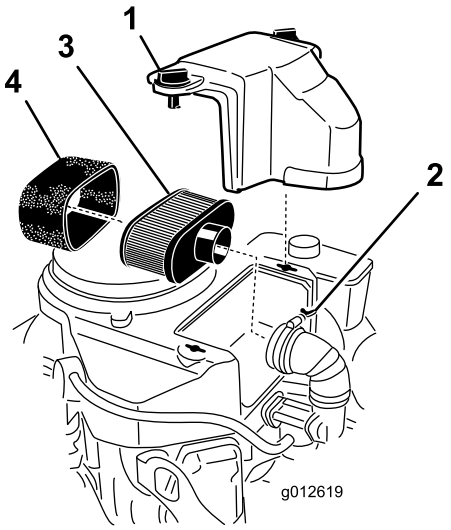

Figur 42
3. Rengør området omkring luftfilteret for at forhindre snavs i at trænge ind i motoren og forårsage skader (Figur 42).
4. Skru dækselgrebet af, og afmonter luftfilterdækslet (Figur 42).
5. Skru slangeklemmen af, og afmonter luftfilterenheden (Figur 42).
6. Træk forsigtigt skumindsatsen af papirindsatsen (Figur 42).
1. Rens papirindsatsen ved forsigtigt at banke på den for at fjerne støv. Hvis papirindsatsen er meget snavset, skal den udskiftes med en ny (Figur 42).
1. Skub forsigtigt skumindsatsen ned over papirluftfilterindsatsen (Figur 42).
2. Placer luftfilteret på bundpladen, og monter vingemøtrikken (Figur 42).
3. Sæt luftfilterdækslet på plads, og stram dækselgrebet (Figur 42).